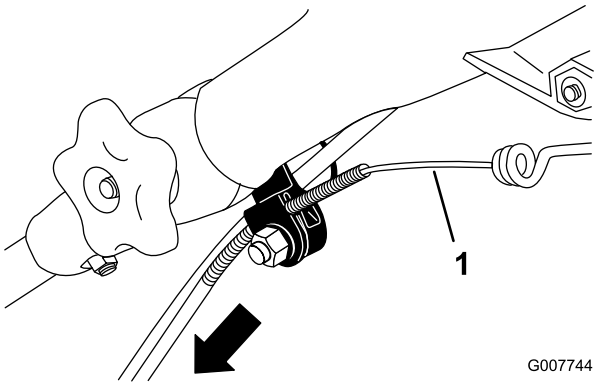

Figuur 44
3. Trek de kabelmantel naar beneden tot de speling in de blootgelegde kabel weg is (Figuur 44).